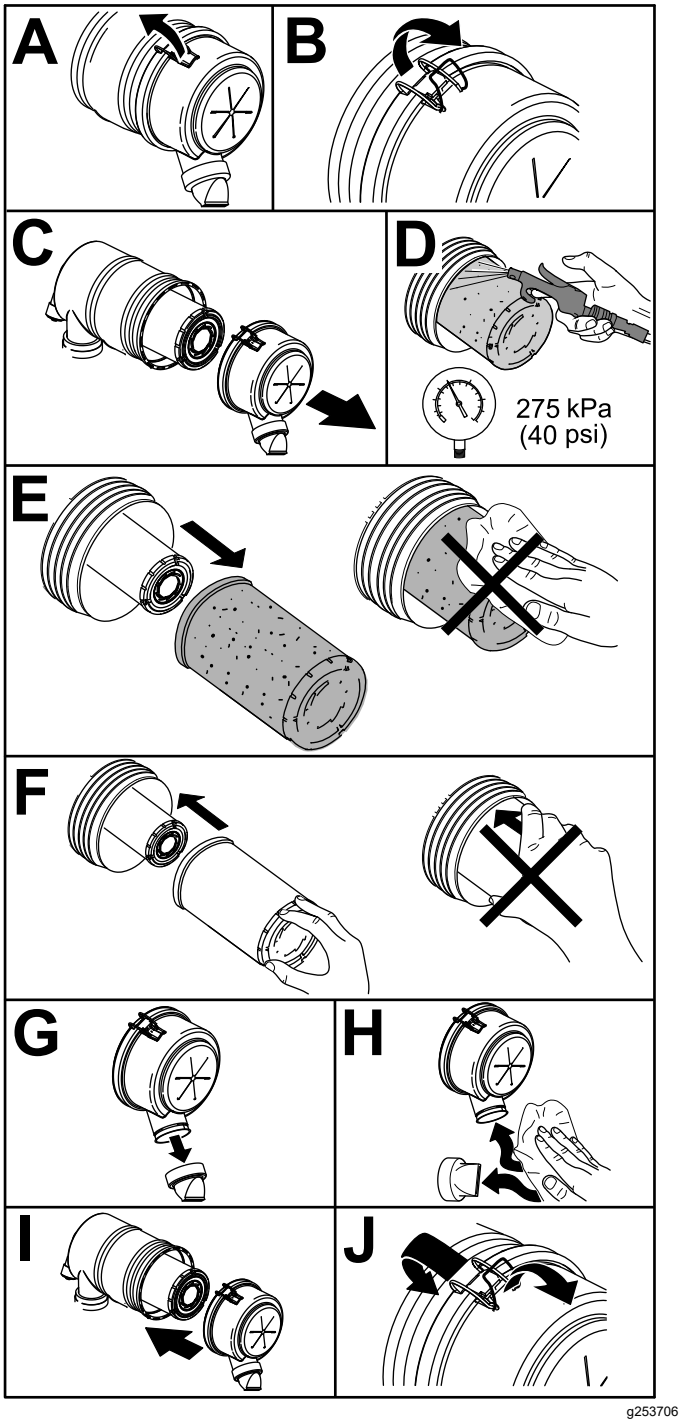

Bild 53
1. Wechseln Sie den Luftfiltereinsatz aus (Bild 53).